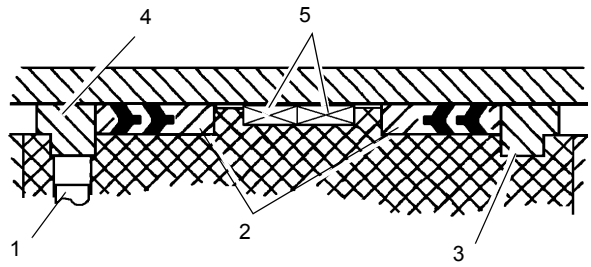

FIGURA 2-42
9. Instale os anéis de trava, os conjuntos de vedações Hydrolock Figura 2-42 e os anéis de desgaste na parte externa do pistão.